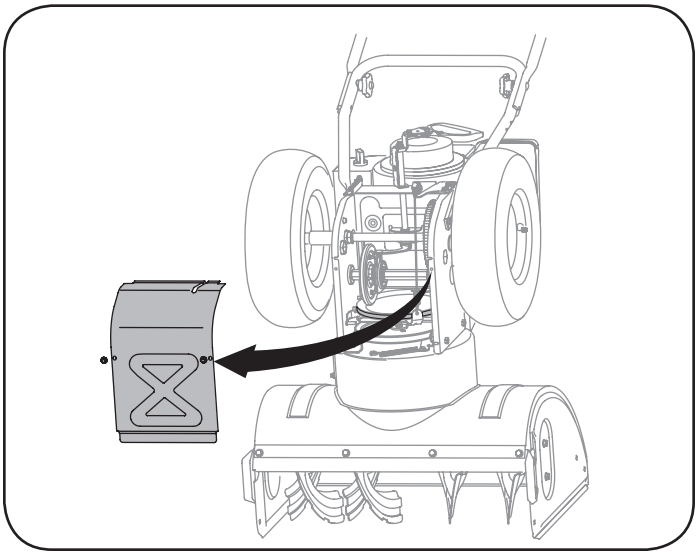

Figura 23
5. Saque la cubierta del marco desde debajo de la máquina quitanieve retirando los cuatro tornillos autorroscantes que la aseguran. Vea la figura 23.
5. Saque la cubierta del marco desde debajo de la máquina quita nieve retirando los cuatro tornillos autorroscantes que la aseguran. Vea la figura 23.